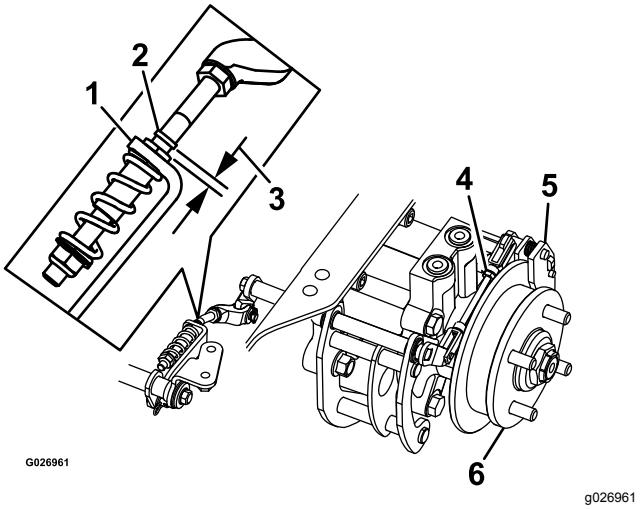

Figur 80
8. Kontrollera om det finns ett synligt mellanrum mellan L-fästet och länkstoppet (Figur 80).